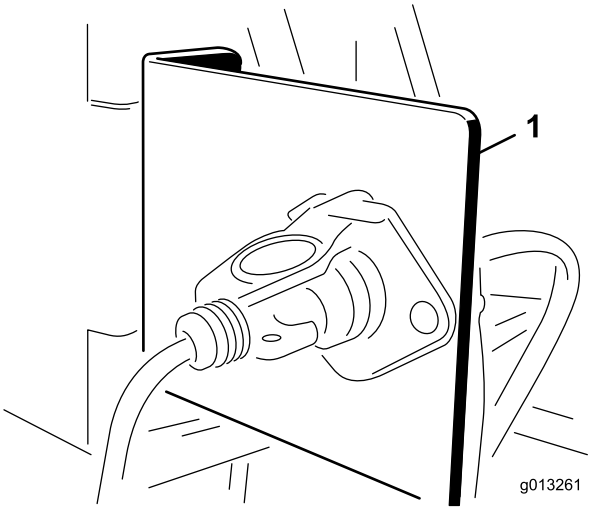

Figuur 8
1. Plaats de contrastekkerhouder op een vast punt achteraan het trekvoertuig door middel van een van de houders (Figuur 8).